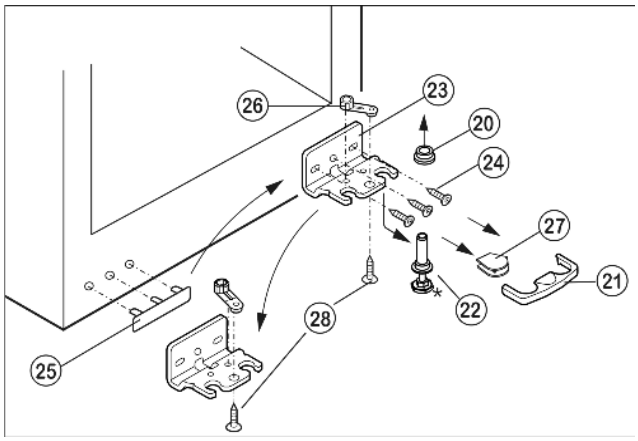

Fig. 5
- Предохранитель *Fig. 5 (21)* снимите движением вперед.
- Снимите крышку *Fig. 5 (27)*.*
- Полностью вверните регулируемую опору *Fig. 5 (22)*.
- Вытяните опорный палец *Fig. 5 (22)* вниз и вперёд. При этом следите за гнездом шарнира *Fig. 5 (20)*.
- Открутите опорный кронштейн *Fig. 5 (23)*(3 шт. Torx 25) *Fig. 5 (24)*.
- Открутите опорную деталь *Fig. 5 (26)*(1 Torx 25) *Fig. 5 (28)* и, переставив в отверстие на противоположной стороне опорного кронштейна, снова прикрутите.
- Осторожно приподнимите и переставьте крышку *Fig. 5 (25)* со стороны ручки.
- Снова прикрутите опорный кронштейн *Fig. 5 (23)* на новой стороне шарнира **(с моментом 4 Нм)**. При необходимости используйте аккумуляторный шуруповерт.
- Установите крышку *Fig. 5 (27)* на противоположной стороне.*
- Наденьте гнездо шарнира *Fig. 5 (20)*.
- Установите дверцу сверху на нижний опорный палец *Fig. 5 (22)*.
- ▶ При необходимости выровняйте дверцы через два продольных паза в нижнем опорном кронштейне *Fig. 5 (23)* параллельно корпусу устройства. Для этого выкрутите средний винт.